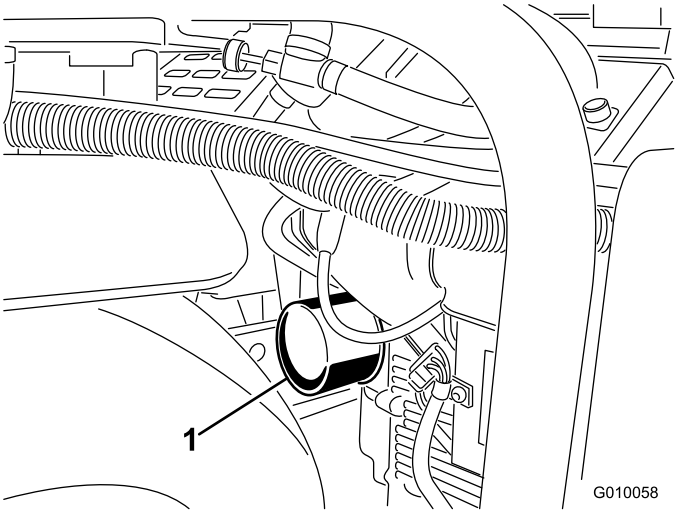
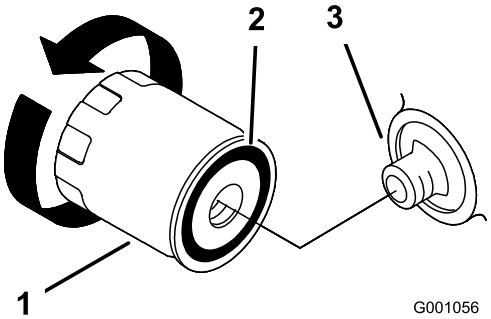

Rysunek 47
Rysunek 48
6. Aby złapać olej, umieść pod filtrem szmatę lub płytką miskę(Rysunek 47).
7. Wyjmij stary filtr (Rysunek 47 i Rysunek 48) i wytrzyj powierzchnię uszczelki adaptera filtra.